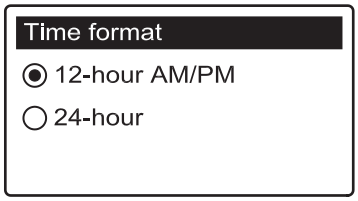

FIG. 39
5. Press the SELECT (○) button to display the Time format menu (See Figure 39).